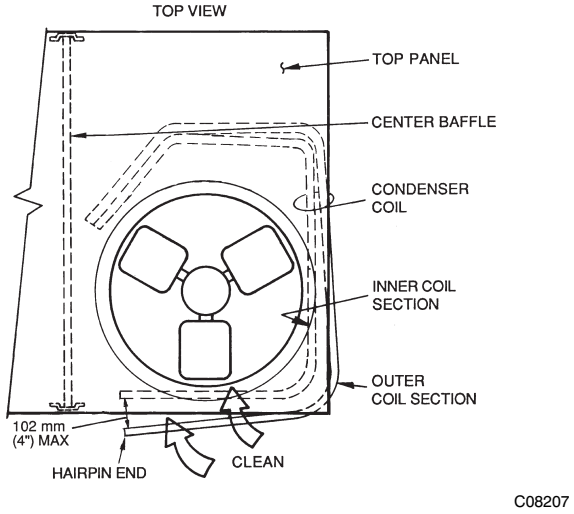

Fig. 14 – Separating Coil Sections
5. Remove the fastener holding the coil sections together at the return end of the condenser coil. Carefully separate the outer coil section 3 to 4 in. from the inner coil section. See Fig. 14.